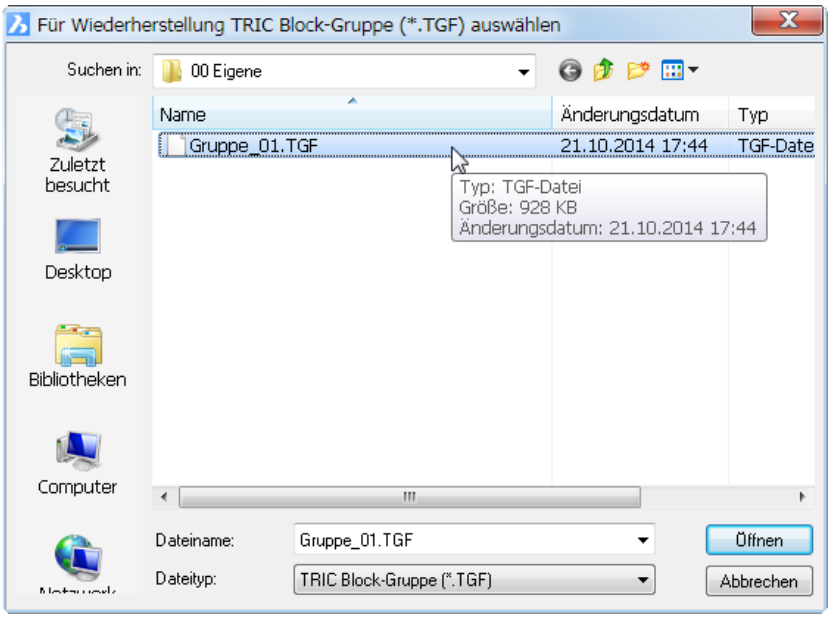

Bild 27.49 – Wiederherstellen einer Blockgruppe
- Der Dateiauswahldialog erscheint mit dem Dateityp *TRIC Block-Gruppe (*.TGF)* und dem zuletzt verwendeten Archiv-Verzeichnis. Wählen Sie die soeben erstellte GRUPPE_01.TGF und bestätigen Sie (Abb. 27.49).